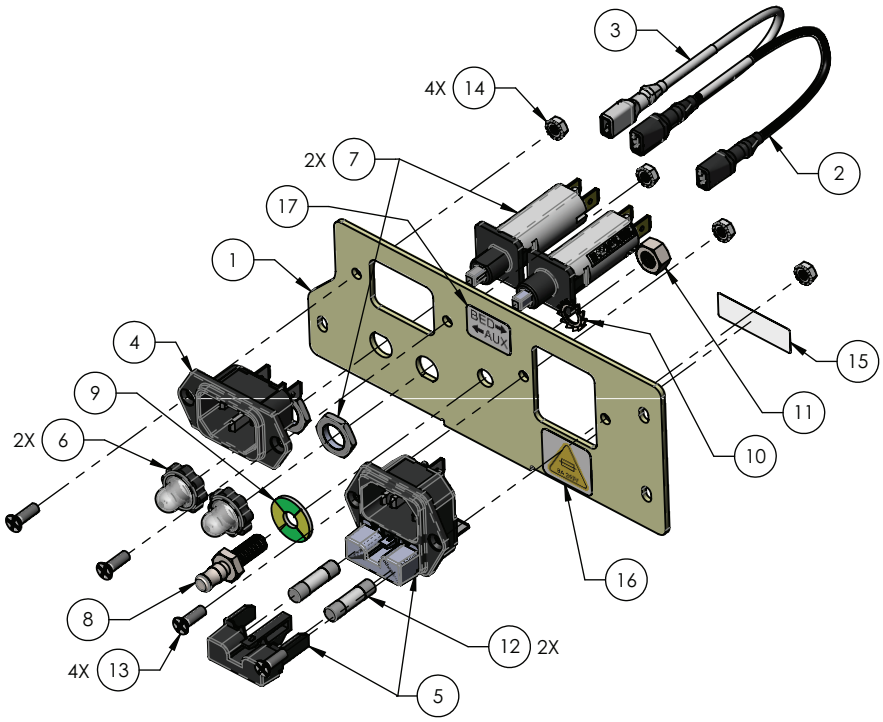

Figure 6 – Remplacement du fusible
6. Serrer la languette de verrouillage du porte-fusibles pour déverrouiller le porte-fusibles (5) (Figure 6).
7. Retirer le porte-fusibles (5) et remplacer le fusible nécessaire (12) (Figure 6).